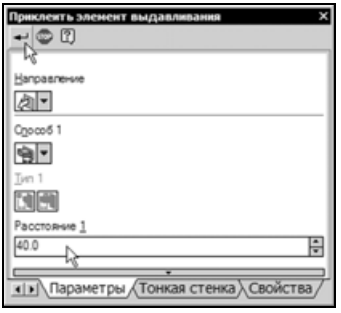

Рис. 5.29
- Для построения цилиндрической бобышки приклейте эскиз в прямом направлении на 40 (рис. 5.29).